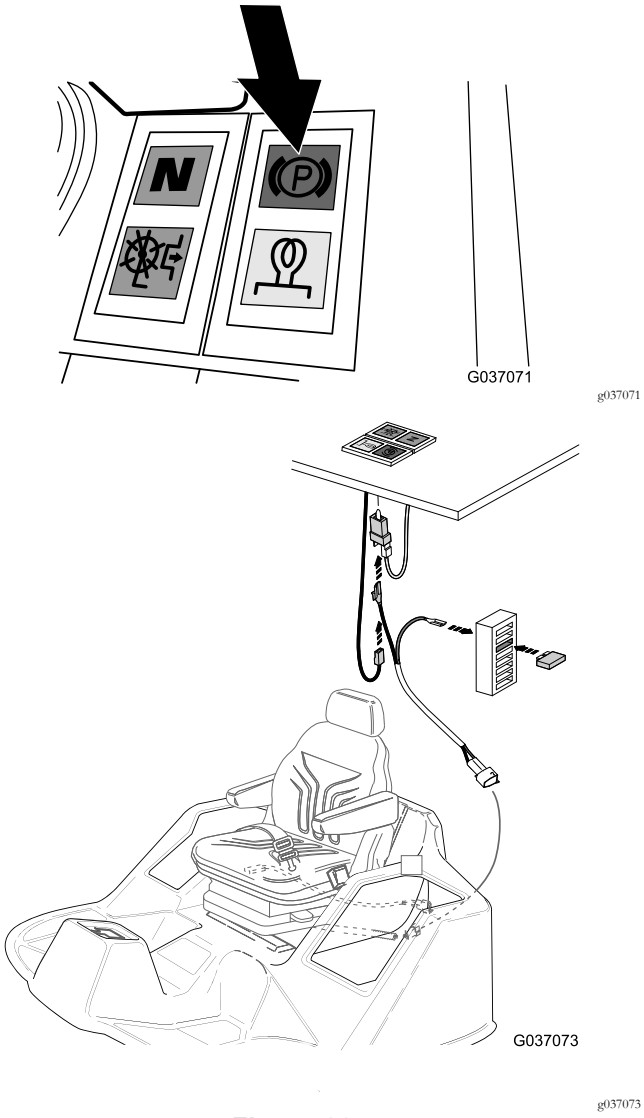
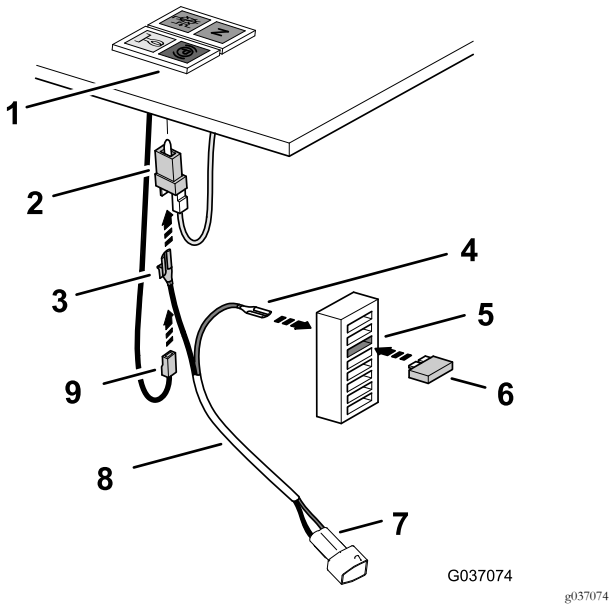

Figuur 26
Figuur 27
5. Zoek onder het bedieningspaneel de connector van het parkeerlicht en verwijder de busconnector voor de zwarte draad van de connector van het parkeerlicht (Figuur 26)
6. Sluit de busconnector voor de zwarte draad die u verwijderd hebt in stap 5 aan op de kabelschoen met contra (zwarte draad) van de relaiskabelboom (Figuur 26 en Figuur 27).
7. Sluit de kabelschoen met contra aan op de kabelschoen van de connector van het parkeerlicht (Figuur 27).
8. Sluit achteraan de zekeringenhouder de kabelschoen (rode draad) van de relaiskabelboom aan op de platte connector van de zekeringhouder (3e sleuf van boven) (Figuur 27).
9. Steek de zekering (10 A) in de 3e locatie vanaf de bovenkant van de zekeringhouder (Figuur 27).